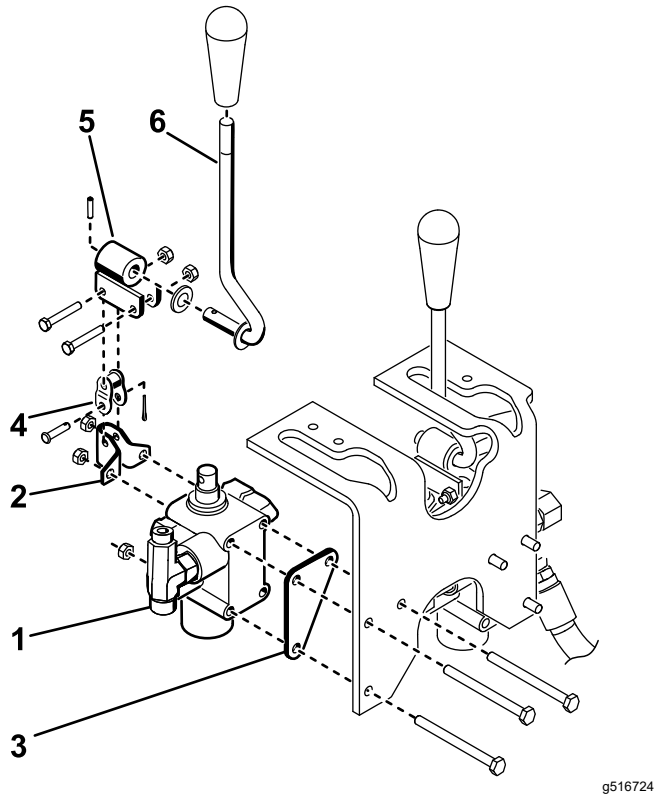

Figur 10
4. Monter ventilenheden, drejebeslaget og ventilskiven på stellet med 3 bolte (¼" x 3") og 3 låsemøtrikker (Figur 10). Placer ventilskiven mod fronten af vangen ved montering, og tilspænd fastgørelsesanordningerne med et moment på 10 til 12 Nm.
5. Monter drejearmen løst på ventilspolen og vinkelleddet med 2 bolte (nr. 10 x 1¼") og 2 låsemøtrikker (Figur 10).